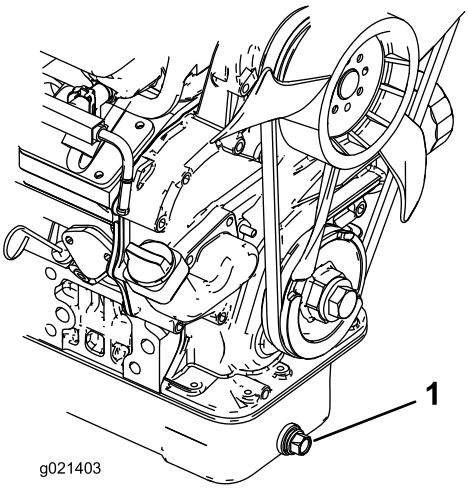

Figur 51
1. Fjern tappepluggen (Figur 51), og la oljen renne ned i et tappefat. Når oljen slutter å renne, setter du tappepluggen på igjen.